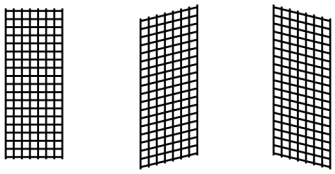

Рис. 52 **Рис. 53** **Рис. 54**
Установочная программа 95 должна выполнять правильный прямоугольник (рис. 52), который не должен быть скошенным (рис. 53 или 54).
- Выполните образец по установочной программе (рис. 52).